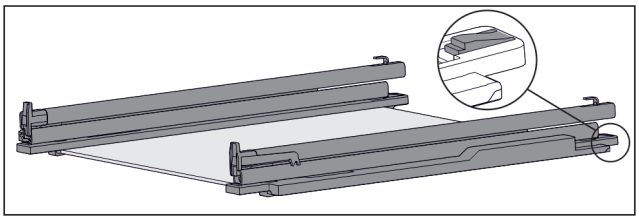

*Fig. 133 Skleněná deska s kolejničkami a přídržnými díly*
- ▶ Přídržný díl vzadu stlačte dolů (viz Fig. 133) a současně zasuňte kolejničku dozadu.